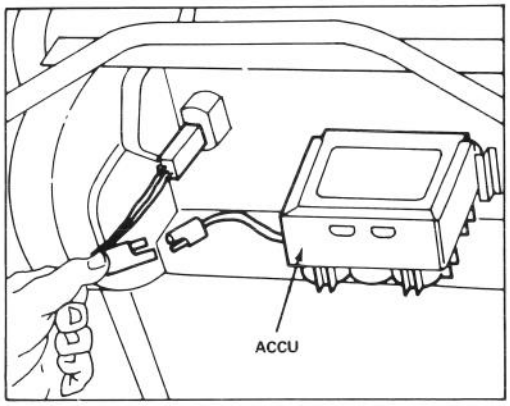

Afbeelding 27
1. Zet de motor af en koppel de ontstekingsdraad los van de accu (Afb. 27).